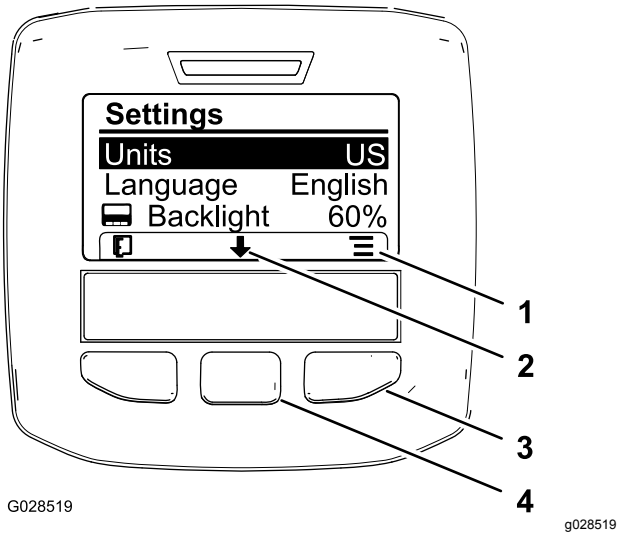

**Figur 63**
2. Bruk den høyre valgknappen til å endre de oppførte måleenhetene (Figur 63).
3. Trykk på den midtre valgknappen (knappen under pil ned-ikonet på skjermen) for å velge Språk-alternativet og endre språket som brukes på skjermen (Figur 63).
4. Trykk på den høyre valgknappen (knappen under listeikonet på skjermen) for å utheve språket som brukes på skjermen (Figur 63).
6. Trykk på venstre valgknapp for å gå tilbake til hovedmenyen (Figur 63).